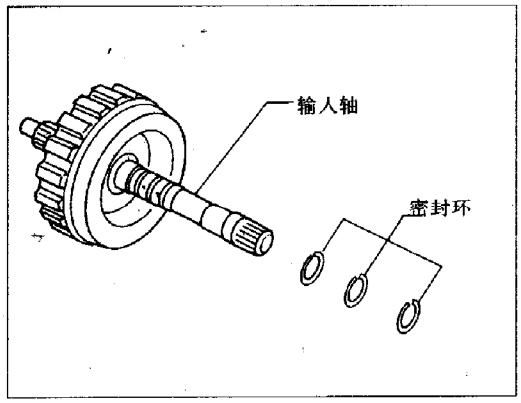

图 5-4-74
(2) 拆卸输入轴上密封环 (安装时, 应更换新环),见图 5-4-74。